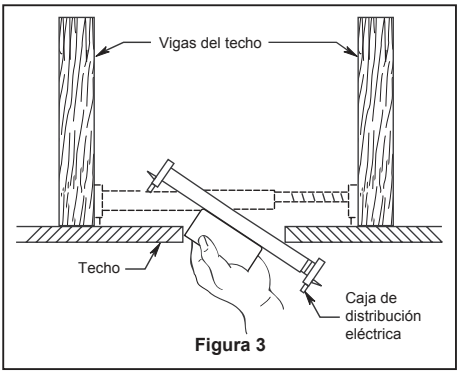

**Figura 3**
**Uso del soporte (Figura 3)**